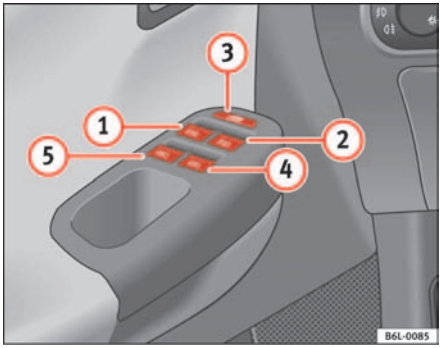

Fig. 51 Section of the driver door: controls for the front and rear windows
The buttons ⇒ page 82, fig. 51 (1) and (2) have two levels for opening the window and two for closing it. This makes it easier to open or close windows to the desired position.